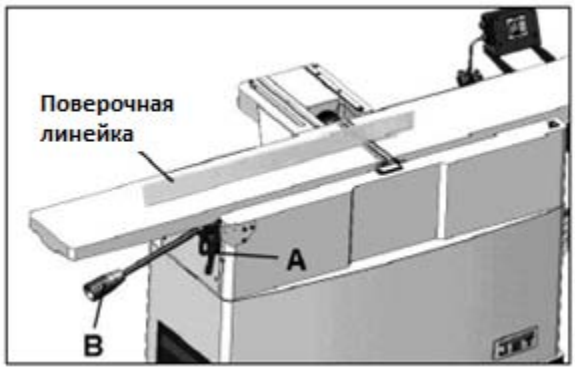

Рис. 16
4. Ослабьте ручку фиксации стола разгрузки (A, Рис. 16). С помощью подъемной рукоятки (B, Рис. 16) поднимите стол разгрузки выше строгального вала.
2. С помощью рычага (B, Рис. 16) поднимите стол разгрузки, ослабив ручку фиксации (A, Рис. 16).
3. Положите на стол разгрузки поверочную линейку так, чтобы она располагалась над центральной частью строгального вала, как показано на Рис. 16 и 17.
6. Зафиксируйте стол разгрузки на выставленной высоте, затянув ручку (A, Рис. 16).